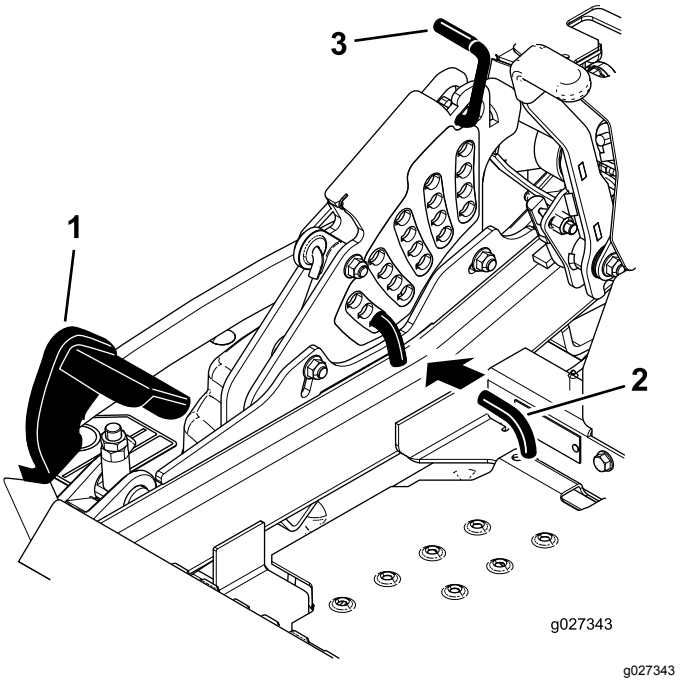

Figur 26
2. Træd på pedalen til skjoldløft, og hæv plæneklipperskjoldet til transportpositionen (også klippehøjdepositionen 140 mm) som vist i Figur 26.
3. Du kan justere højden ved at rotere splitten 90 grader og fjerne splitten fra klippehøjdebeslaget (Figur 26).
4. Vælg et hul i klippehøjdebeslaget, som svarer til den ønskede klippehøjde, og sæt splitten i (Figur 26).